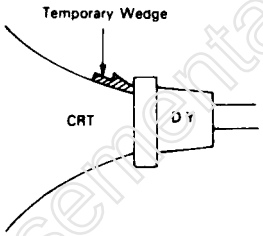
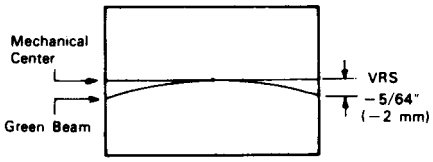

FIGURE 5
FIGURE 6
4. Move the two Purity Magnets and bring the Magenta belt to the mechanical center of the screen (See Fig. 5) The vertical center position should be set VRS to —5/64" (—2 mm) as shown in Fig. 6.
10. Insert the temporary wedge as shown in Fig. 5 and adjust the angle of Deflection Yoke.